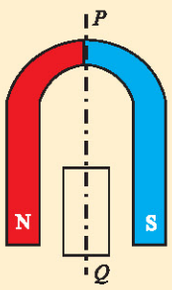

图 1-5-3 旋转实验
1. 如图 1-5-3 所示，把一个闭合线圈放在蹄形磁体的两极之间，蹄形磁体和闭合线圈都可以绕 PQ 轴转动. 当转动蹄形磁体时，线圈也跟着转动起来，解释这种现象，并说明线圈转动的能量从何而来.